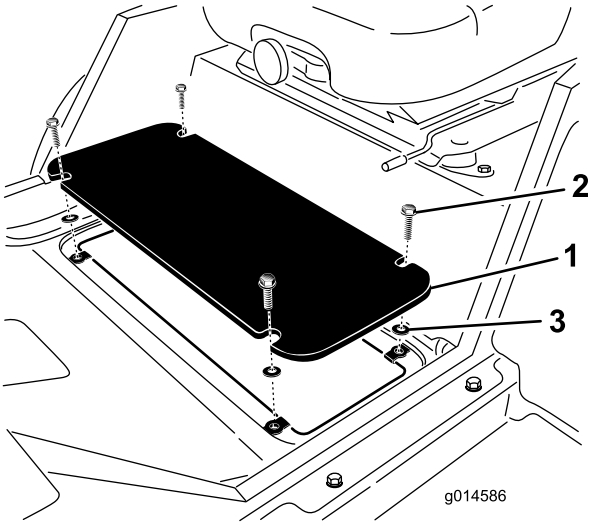

Figur 7
1. Fjern boltene (4), der fastgør gulvpladen på stellet (Figur 7).